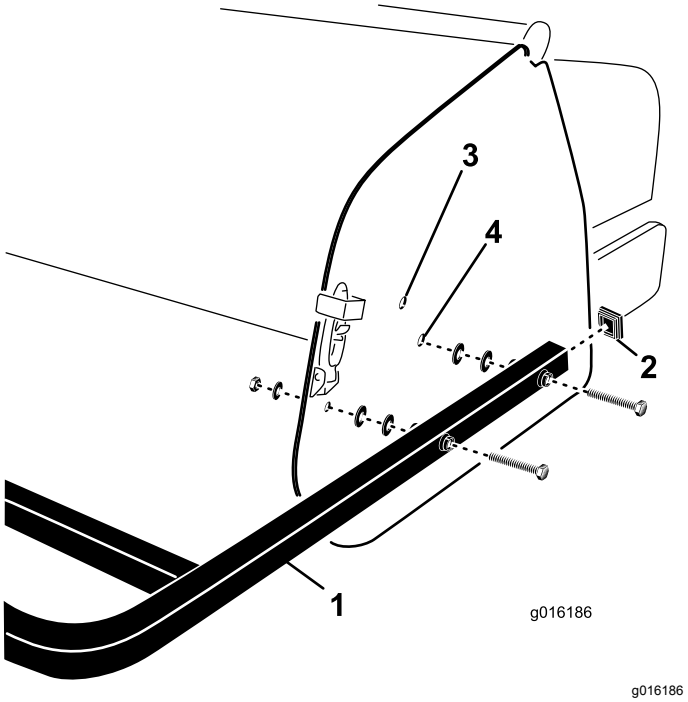

Figur 32
1. Sett endedekslene inn i endene på rørene på bakre vern (Figur 32).
2. Plasser hullene i monteringsrørene på bakre vern på linje med hullene i luftemaskinens sideplater (Figur 32).
3. Fest monteringsrørene på vernet til sideplatene med fire skruer, flate skiver og muttere (Figur 32).